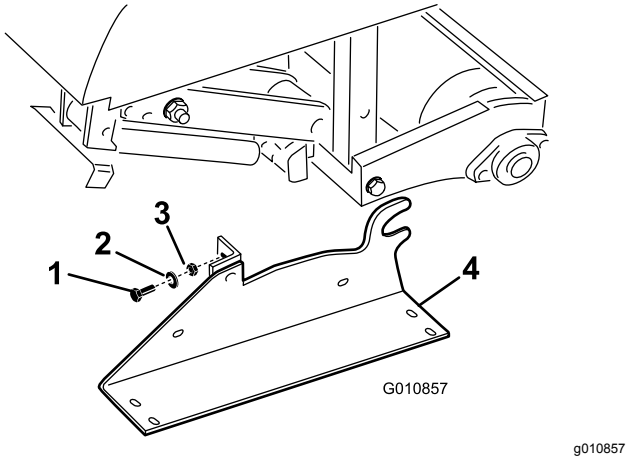

Figur 33
2. Fjern de bolte, låseskiver og møtrikker, der fastgør støttebenene på hver ende af dybdelufteren (Figur 33).